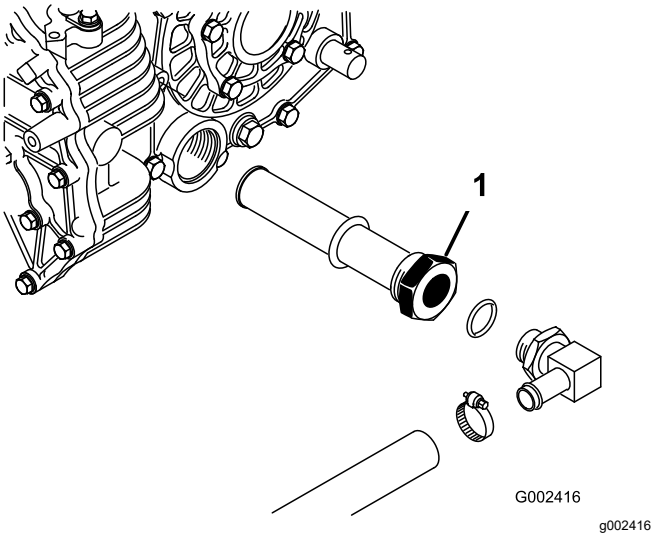

Figuur 71
5. Onthoud de positie van de hydraulische slang en de 90°-fitting voor de zeef aan de zijkant van het reservoir (Figuur 71).